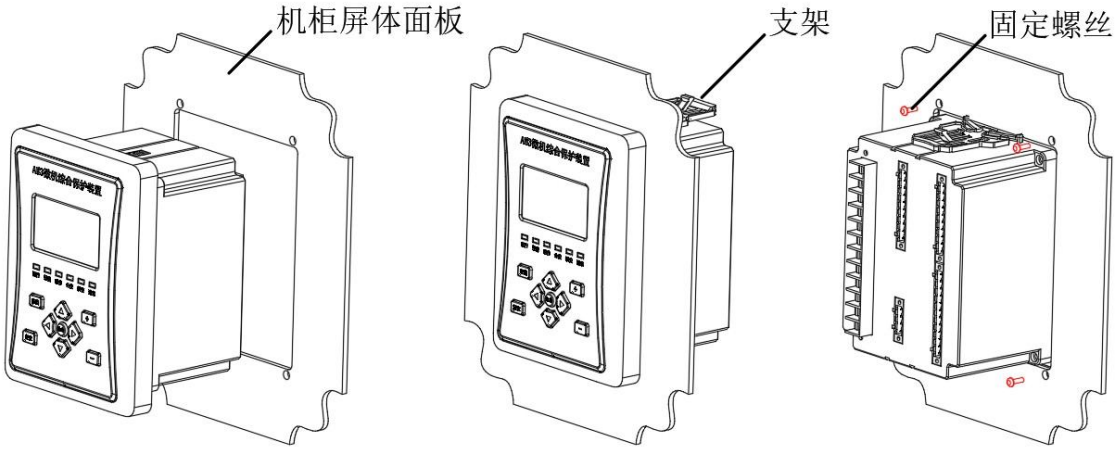

图 1　　图 2　　图 3
1) 首先在屏体面上按开孔尺寸开孔，如图 1。再将装置按图 2 所示放入开孔中，直到装置面板靠住机柜的面板。将支架放置于机柜面板的内部（上下各有一个支架），使装置牢固固定在机柜面板上。
2) 首先在屏体面上按开孔尺寸开孔，如图 1，再在柜门上开四个小螺丝孔如图 3，旋转 4